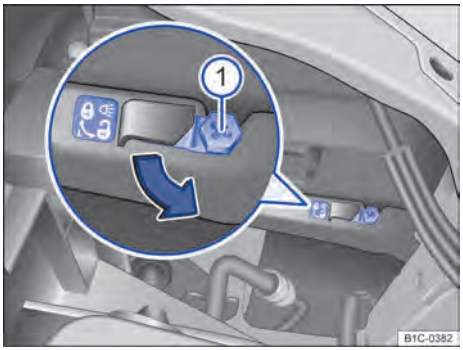

Fig. 174 No compartimento do motor: alavanca de destravamento do farol dianteiro esquerdo.
3.	Destravar a carcaça do farol. Para isso, enfiar a chave de fenda Phillips ⇒ Página 285 na alavanca de destravamento ⇒ Fig. 174 ①.
4.	Girar a chave de fenda em aproximadamente 50° no sentido 🔓 ⇒ Fig. 174 (seta), até que ressoe um ruído de “clique” (no farol esquerdo, no sentido anti-horário, no farol direito, no sentido horário).